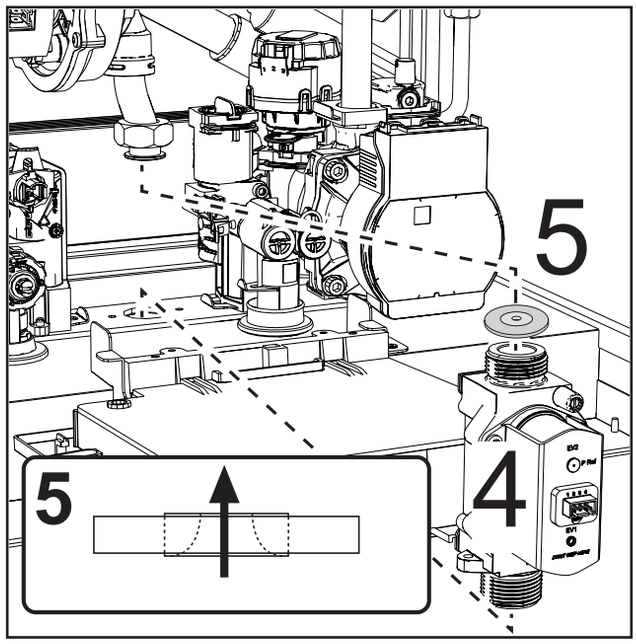

Рис. 46
- Извлеките газовый клапан **«4»** и газовую диафрагму **«5»** (рис.46).